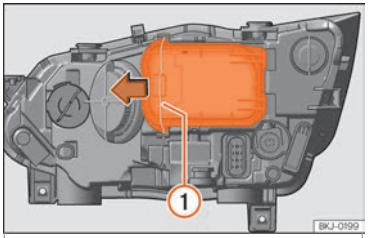

Fig. 53 In the engine compartment: remove the cover.
– Move the loop ››› Fig. 53 ① in the direction of the arrow and remove the cover.